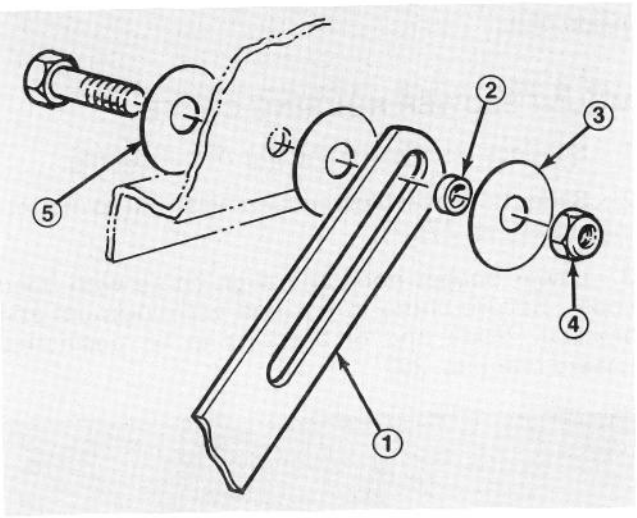

Figure 22
8. Mount hood stop, spacer, and (2) washers to each side of hood with a 5/16-18 x 7/8" lg. capscrew and locknut (Fig. 22).